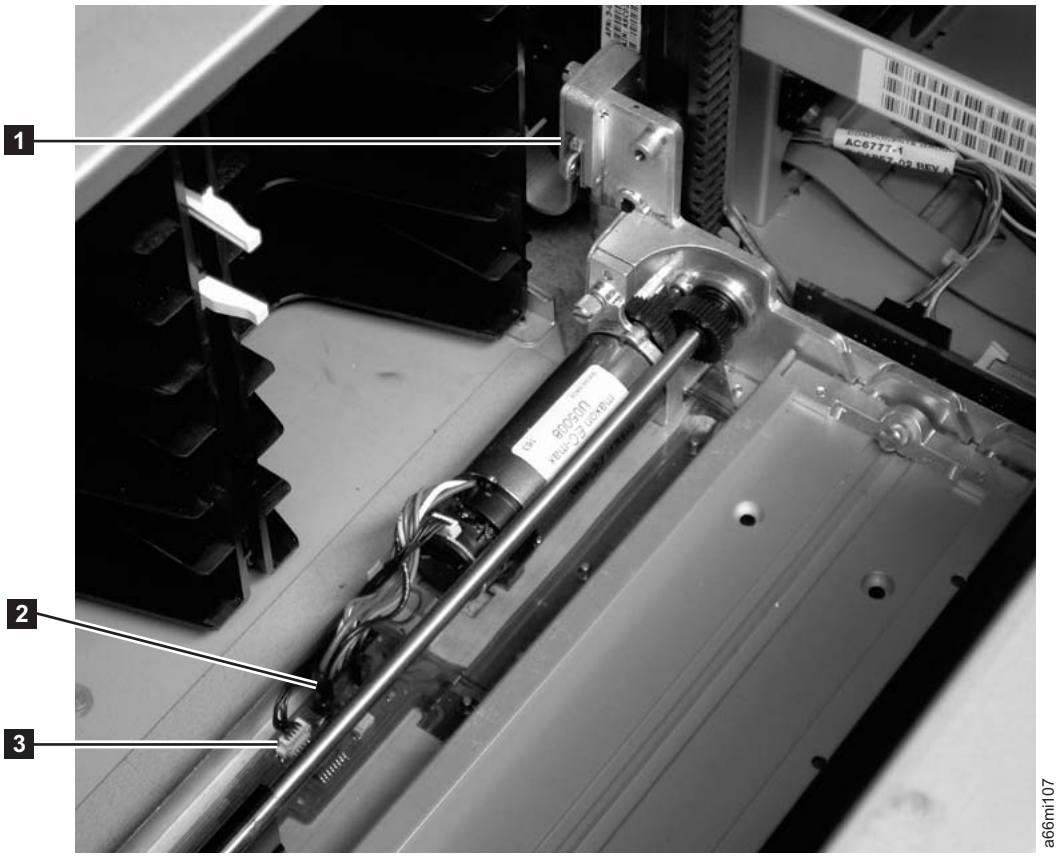
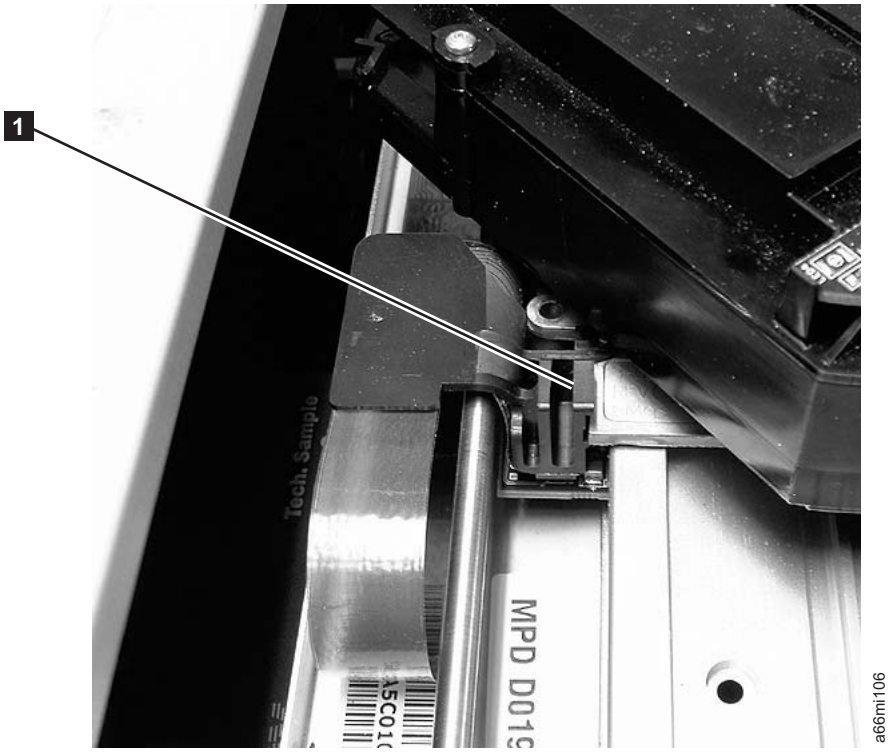

Figure 6-15. Spooler cable connector and original Y-motor assembly connectors
Figure 6-16. Original picker assembly connector
- For the Robot Assembly, see **1**, **2** and **3** in Figure 6-15 on page 6-37.. For the Picker Assembly, see **1** in Figure 6-16 on page 6-38.